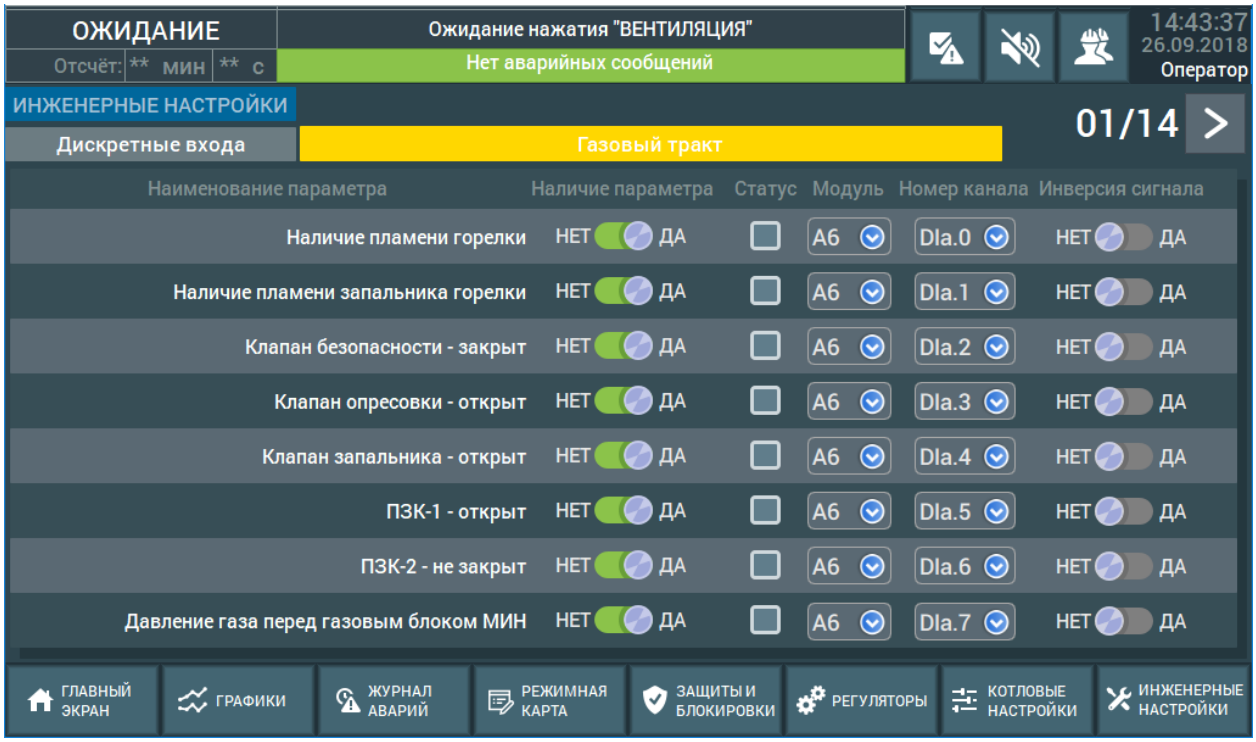
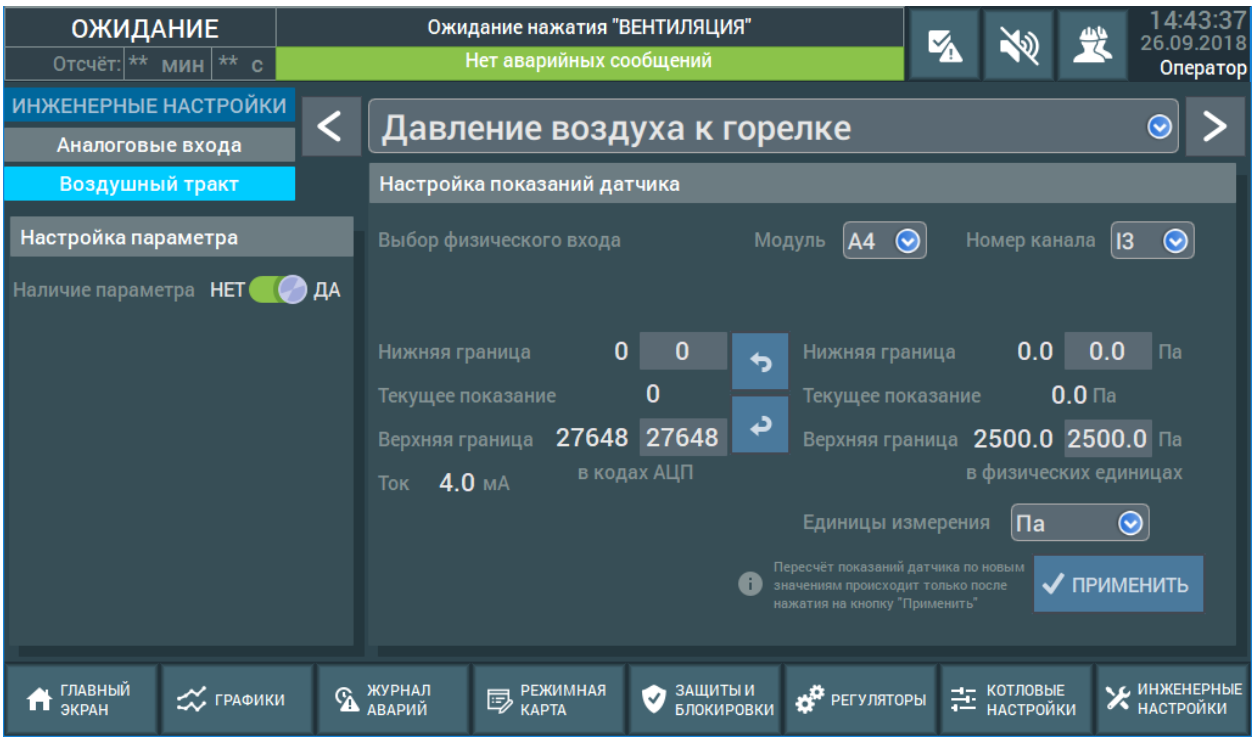

Рис. 8.19 Рабочий экран «Настройка дискретных параметров»
Рис. 8.20 Рабочий экран «Настройка аналоговых параметров»
- **Настройки параметров**—служебные экраны для привязки и настройки сигналов, датчиков и расчётных параметров (Рис. 8.19–**Ошибка! Источник ссылки не найден.**).
Навигация по окнам производится с помощью кнопок в верхней части экрана (Рис. 8.19–Рис. 8.20).